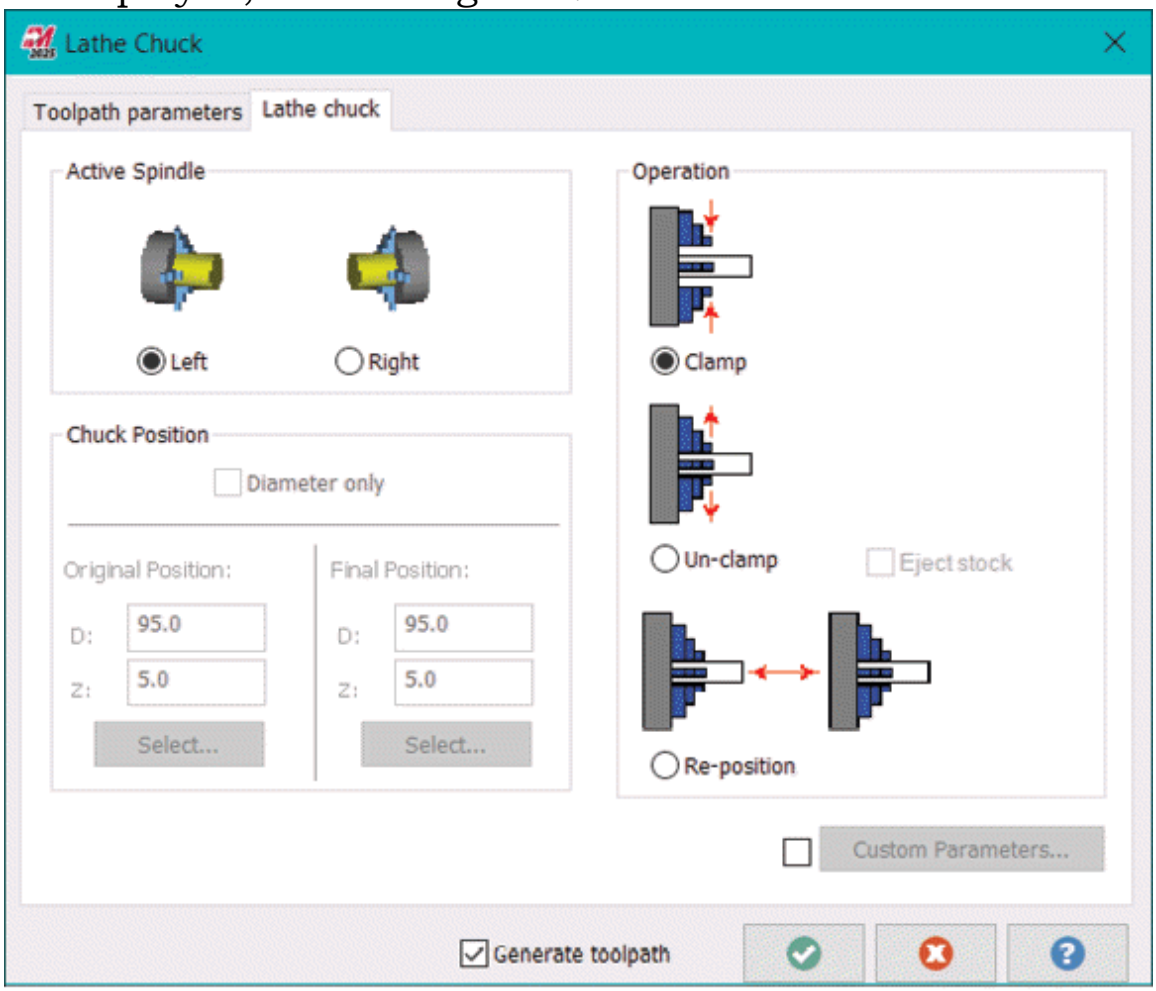

Figure-23. Lathe Chuck dialog box
- Click on **Chuck** tool from the **Part Handling** panel in the **Turning** tab of the **Ribbon**. The **Lathe Chuck** dialog box will be displayed; refer to Figure-23.